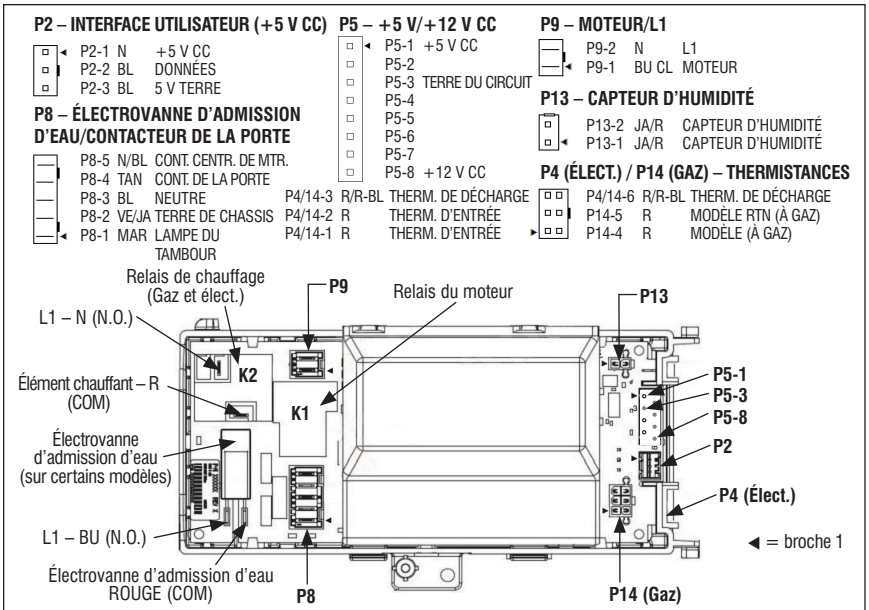
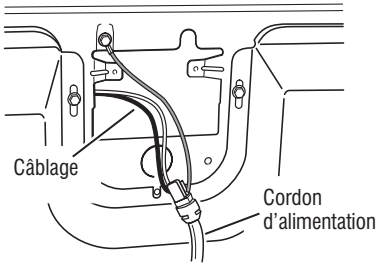
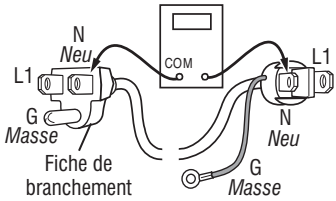

Figure 2 - Brochages et connecteurs du MCP
Figure 6 - Raccordement entre cordon d'alimentation et câblage pour une sécheuse à gaz.
Figure 7 - Bornes du cordon d'alimentation électrique, sécheuse à gaz.
3. Retirer la console pour accéder au MCP et à l'interface utilisateur (IU).
5. MCP CA – Avec un voltmètre réglé sur courant alternatif **AC**, brancher la sonde noire à P8-3 (N) et la sonde rouge à P9-2 (L1). (Voir Figure 2.)
3. Vérifier que le cordon d'alimentation est correctement raccordé au câblage de la sécheuse. Voir Figure 6.
5. Avec un ohmmètre, vérifier la continuité entre la broche neutre (N) de la fiche de branchement et la broche P8-3 (conducteur blanc) du MCP. La partie gauche de l'illustration à la Figure 7 identifie la position de la broche neutre (N) de la fiche de branchement. Voir également Figure 2, page 35.
- S'il n'y a pas de continuité, défaire la connexion entre le conducteur blanc du câblage principal et le cordon d'alimentation, à l'emplacement indiqué à la Figure 6. Tester la continuité du conducteur neutre du cordon d'alimentation selon les indications de la Figure 7. S'il y a un circuit ouvert, remplacer le cordon d'alimentation. Sinon passer à l'étape 6.
- S'il n'y a pas de continuité, contrôler la continuité sur le cordon d'alimentation d'une manière similaire à ce qui est décrit à la Figure 7, mais pour le conducteur L1 du cordon d'alimentation.